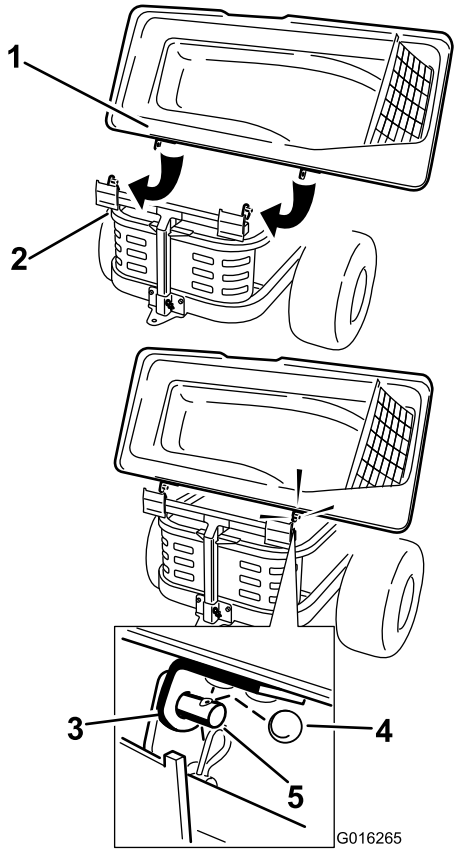

Figur 20
2. Skjut fästena över tapparna på uppsamlarramen och montera den runda saxpinnen i hålet på den högra tappen (Figur 20).